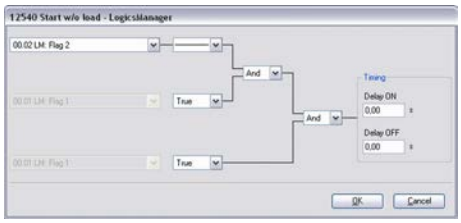

Fig. 179: LogicsManager function "Start without load"
3. The LogicsManager function "Start without load" (parameter 12540 ↳ p. 279) can be configured as shown in (Fig. 179).